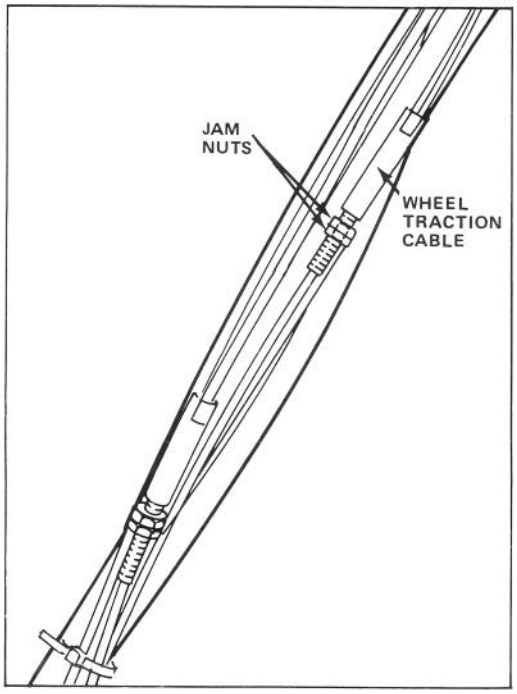

Figure 16
2. Loosen bottom jam nut on wheel traction cable (Fig. 16).